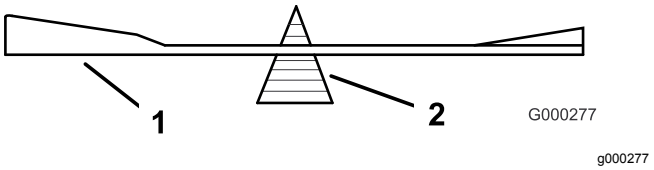

Figur 94
2. Kontroller knivens balance ved at placere den på en afbalanceringsenhed (Figur 94).